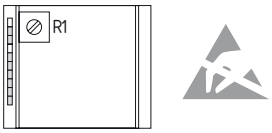

Abb. 5
- Spannungsmessgerät am Ausgang L84 und an 0 V-Potential anschließen, und Lampentrimmer R1 (siehe Abb. 5) so lange drehen, bis der Ausgang L84 seinen Signalzustand von 24 V auf 0 V ändert.